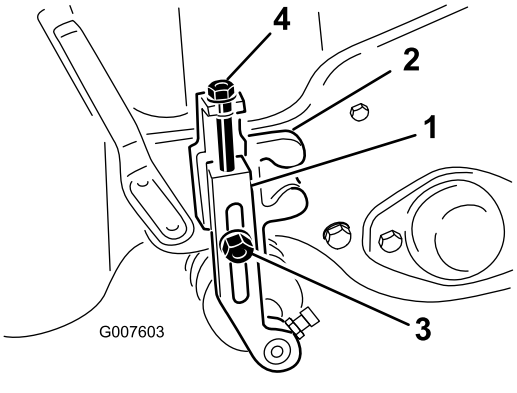

Figur 54
2. Lossa de låsmuttrar som håller fast klipphöjdsarmarna på klipphöjdsfästena (Figur 54).